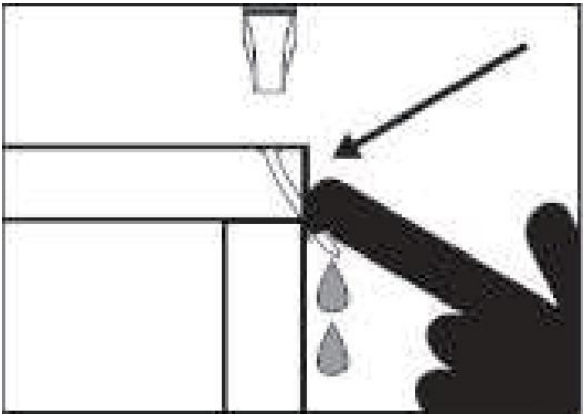

Abbildung 5. Beispiel einer Nagelablenkung.
-Durchbiegung entsteht, wenn Unregelmäßigkeiten in der Maserung, Knoten oder Fremdkörper im Holz die Klammer seinen Weg zu ändern, was dazu führt, dass der Nagel/die Klammer die Oberfläche des Werkstücks durchsticht, wie in Abbildung 5 gezeigt.